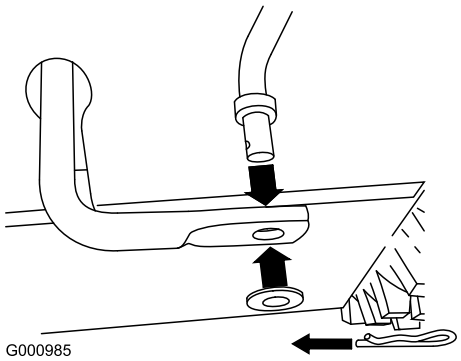

Figur 11
1. Fjern hårnålssplinten og skiven fra den nedre enden av hastighetskontrollstaget, og før den nedre enden av staget inn i den nedre leddarmen slik at den buede enden av hastighetskontrollstaget vender bakover (Figur 11).